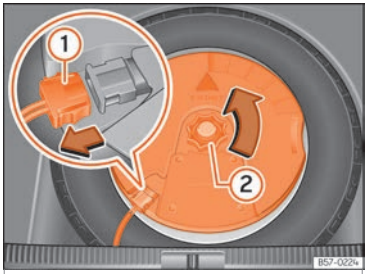

Fig. 210 Na bagageira: desmontar o subwoofer.
- Desligue o cabo do altifalante *subwoofer* ››› Fig. 210 ①.
- Rode a rodinha de fixação no sentido contrário ao dos ponteiros do relógio ››› Fig. 210 ②.